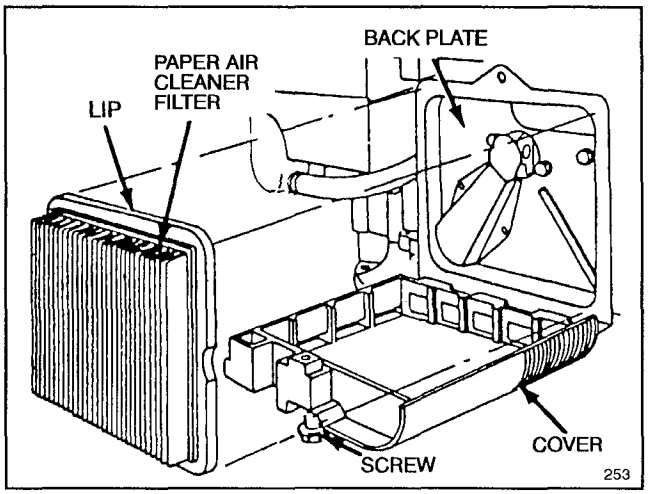

Figure 9
3. Remove paper air cleaner filter (Fig. 9) and discard.
4. Insert new paper air cleaner filter cartridge so lip touches back plate as shown in Figure 9.